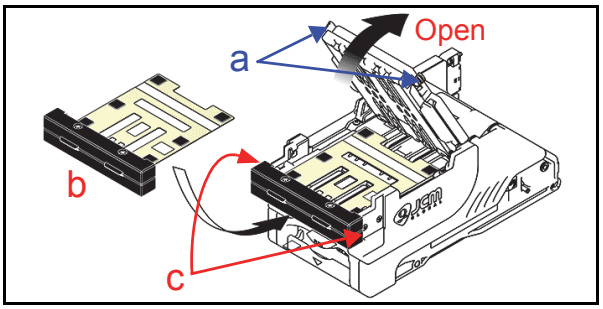

Figure 6-32 Reference Paper Setting 1
2. Place the KS-072 Reference Paper (See Figure 6-32 b) in the Unit until its Catch Edge reaches both the left and right side of the Frame (See Figure 6-32 c).